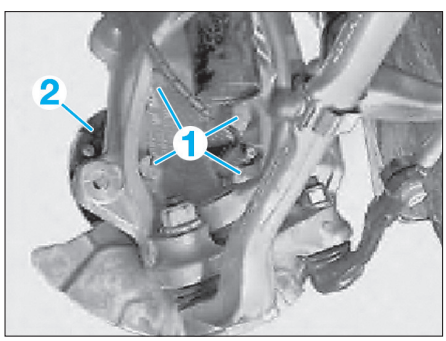

Fig. 37
- les vis (1) **(Fig.37)**.
• Chasser le moyeu (2) du pivot avec un outil approprié et le déposer.